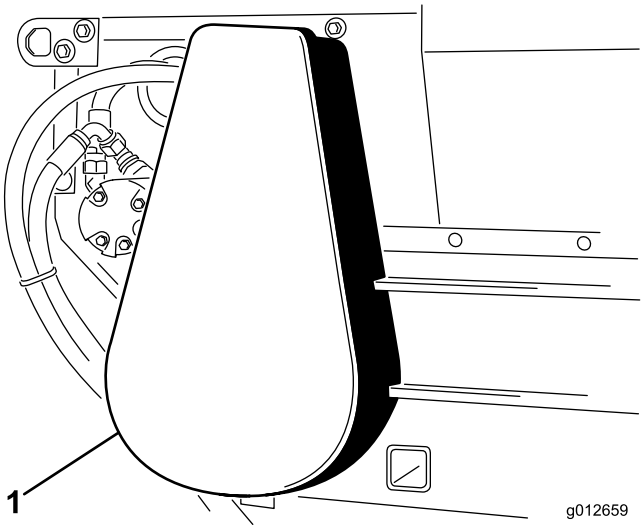

Rysunek 20
1. Usuń pokrywę łańcucha (Rysunek 20).